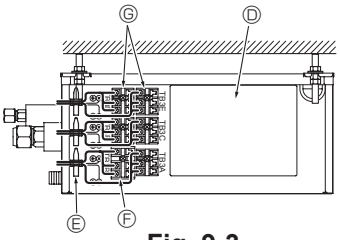

Fig. 9-3
4. Fixer chaque câble avec un attache-câbles. (Fig. 9-3)
5. Raccorder solidement chaque câble au bloc de raccordement approprié. (Fig. 9-3)